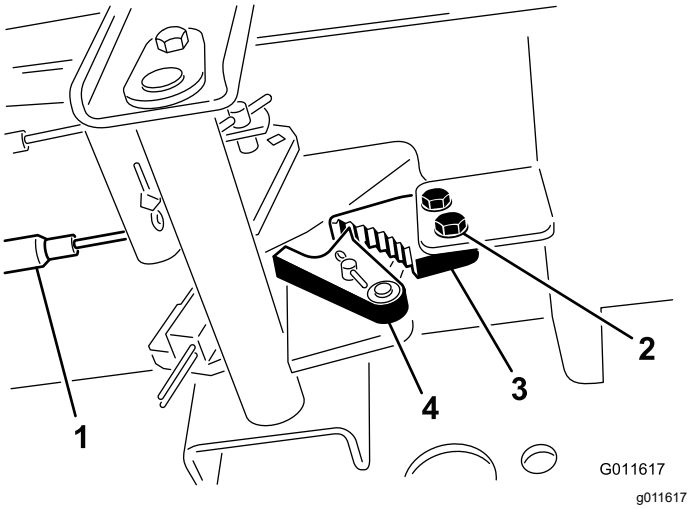

Figur 47
1. Lossa de två skruvar som håller fast parkeringsbromsens spärrhake på ramen (Figur 47).
2. Tryck parkeringsbromspedalen framåt tills bromsspärren griper in helt i parkeringsbromsens spärrhake (Figur 47).